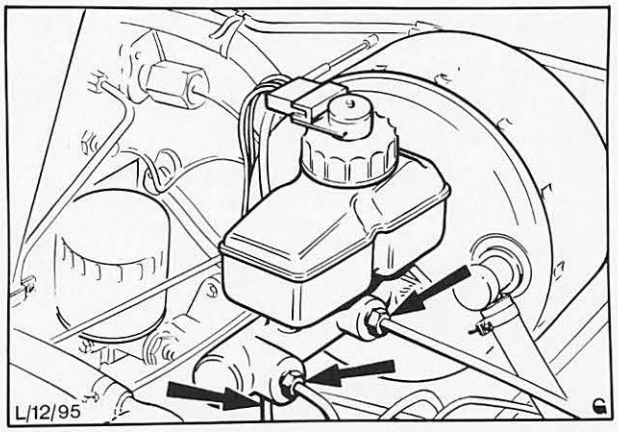

Abb. 53 Anschlüsse der Bremsleitungen am Hauptzylinder
6. Schraubnippel der Bremsleitungen festziehen, Abb. 53 (siehe Technische Daten). **Nicht übermäßig festziehen.**